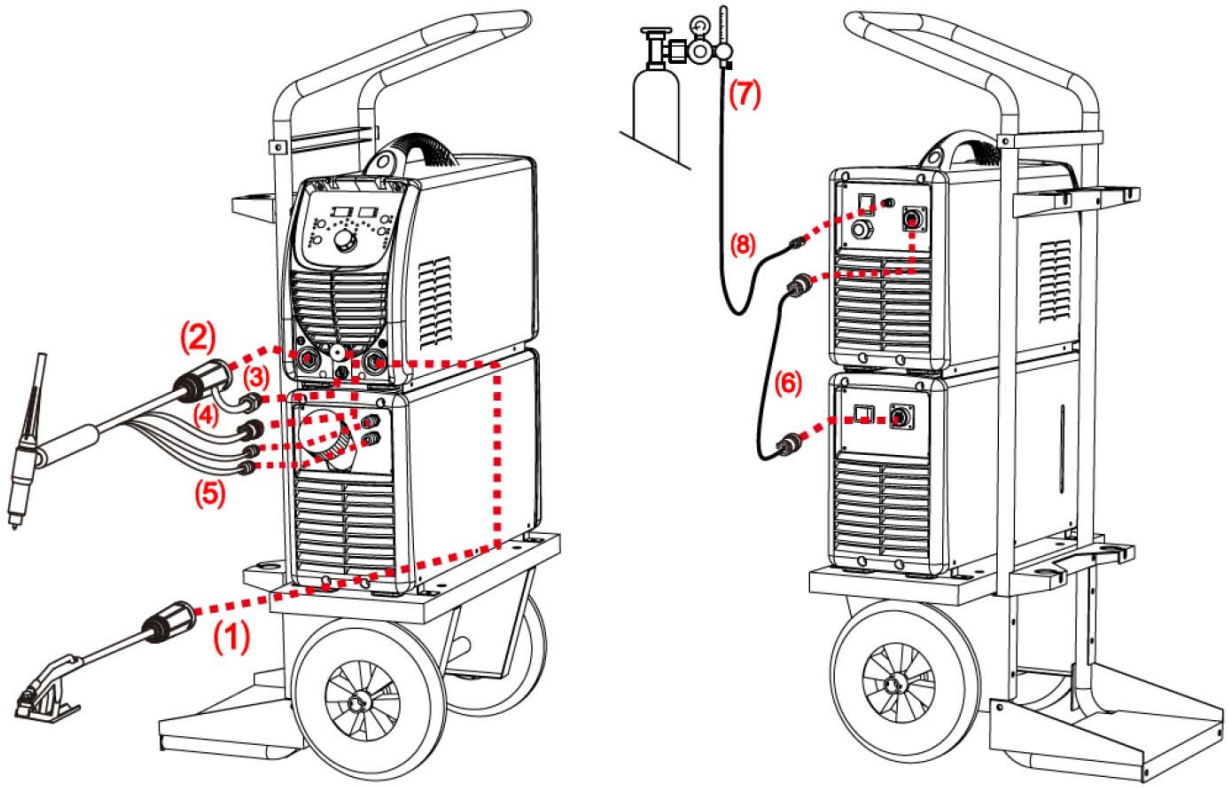

Abb. 23: Aufbau und Installation für das TIG-Schweißen Modell CRAFT-TIG 253 DC PULSE
**Aufbauablauf (Abb. 23) bei dem Modell CRAFT-TIG 253 DC PULSE:**